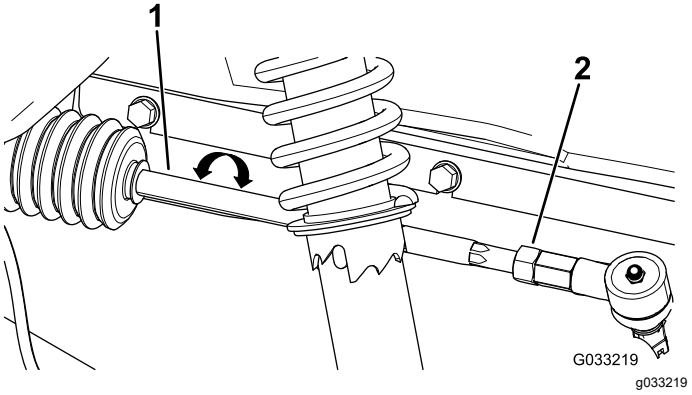

Figur 54
2. Om måttet inte hamnar inom 0–6 mm ska du lossa kontramuttrarna i den yttre änden av dragstängerna (Figur 54).